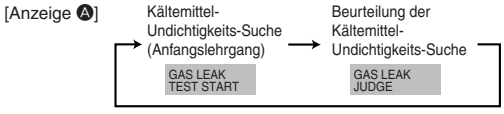

Fig. 8-2
② Drücken Sie die CLOCK (▽) -Taste und wählen Sie [GAS LEAK TEST START] (START DES GASUNDICHTIGKEITS-TESTS). (Fig. 8-2)